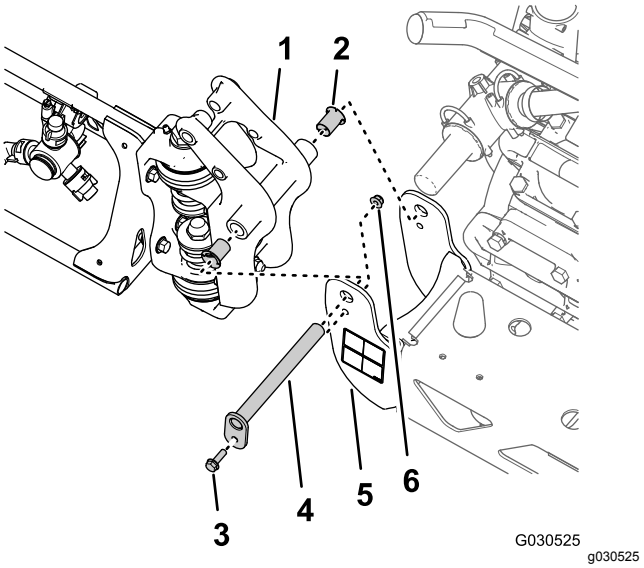

Figur 40
1. Afmonter flangebolten (5/16 x 1 tomme) og flangelåsemøtrikken (5/16 tomme), der fastgør drejetappen til aksebeslaget (Figur 40).
2. Afmonter drejetappen fra aksebeslaget til midtersprøjtesektionen og drejefittingen til den ydre sprøjtesektion (Figur 40).
3. Adskil den ydre sprøjtesektion fra midtersprøjtesektionen, og fjern den ydre sektion fra maskinen (Figur 40).
4. Afmonter de 2 nylonflangebøsninger fra drejefittingen på den ydre sprøjtesektion (Figur 40).